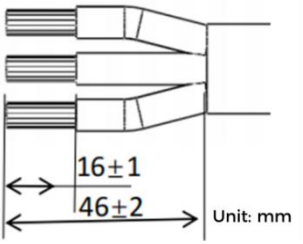

Figure 4-18 Wire stripping size
1. If the DC switch is in the "ON" position, please rotate it 90° counterclockwise to set it to the "OFF" position, as shown in figure 4-18①
2. When the DC switch is in the "OFF" position, press the switch until the small hole on the left side of the switch is fully exposed, as shown in figure 4-18②.
3. Insert a round pin with a diameter of 5 mm and a length of at least 25 mm (self-supplied) into the hole, as shown in figure 4-18③.The switch is now locked, as shown in figure 4-18④.